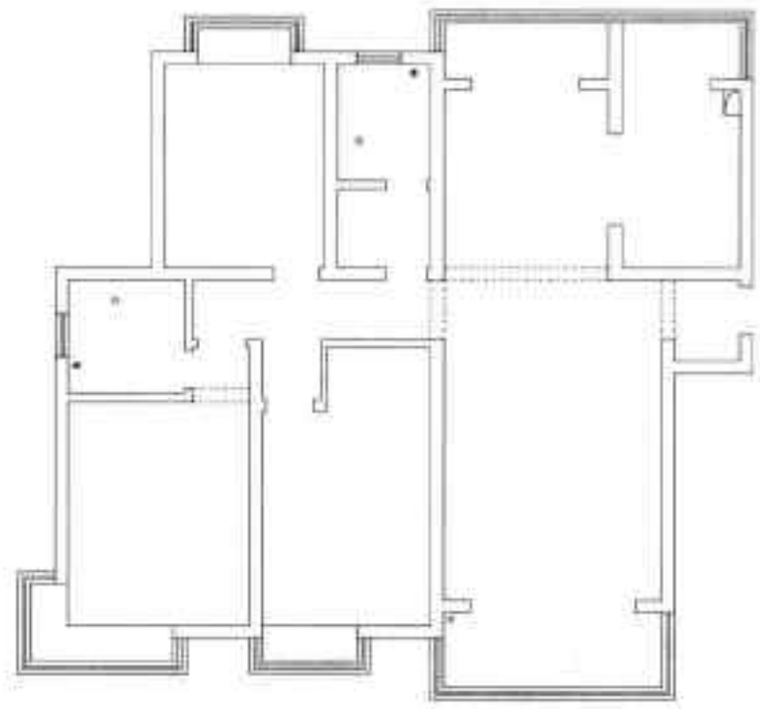

图19-15 完成户型图的绘制
Step 10 选择所有梁轮廓线，执行“特性”命令，设置梁的轮廓线线型为虚线，线型比例为 5。至此已完成三居室户型图的绘制，如图 19-15 所示。